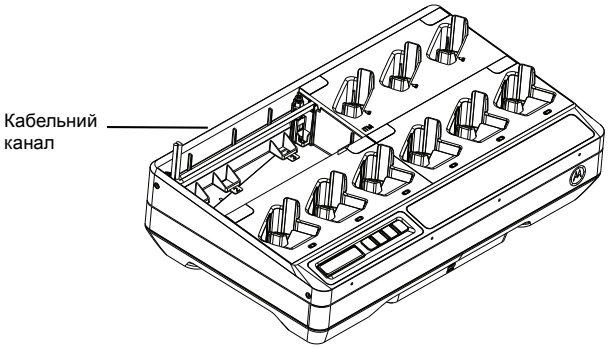

Рис. 14. Кабельний канал.
5. Кабелі можуть виводитися з правого гнізда в ліве гніздо або навпаки через кабельний канал (див. Рис. 14).